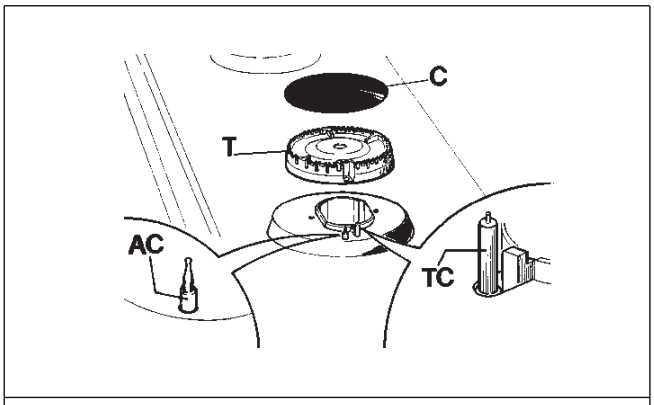

FIG. 6
Hvis kogetoppens overflade skal holdes blank, er det meget vigtigt, at den, hver gang den har været brugt, vaskes med lunkent sæbevand, skylles og tørres af. De emaljerede riste, de små emaljerede dæksler "C" og brænderdækslerne "T" (se fig. 6) skal vaskes på samme måde.
- ***kontroller at de små åbninger i brænderdækslerne "T" (fig. 6) ikke er tilstoppede.***
- ***Sørg for at det emaljerede dæksel "C" (fig. 6) er korrekt placeret på brænderhovedet. Det er korrekt placeret, når dækslet, som er placeret på hovedet, sidder helt fast.***